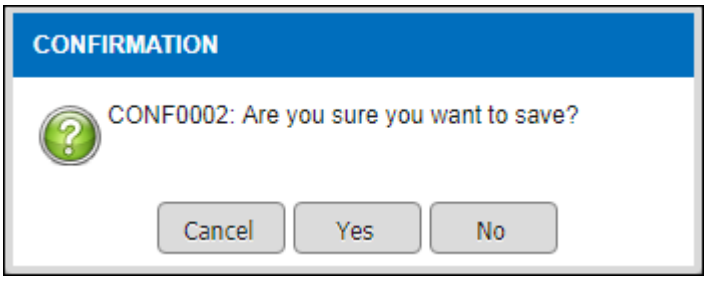

Figure 3.3-7 Record Alert Message
- *After clicking save, an alert message will be displayed as per Figure 3.3-7, click on the*